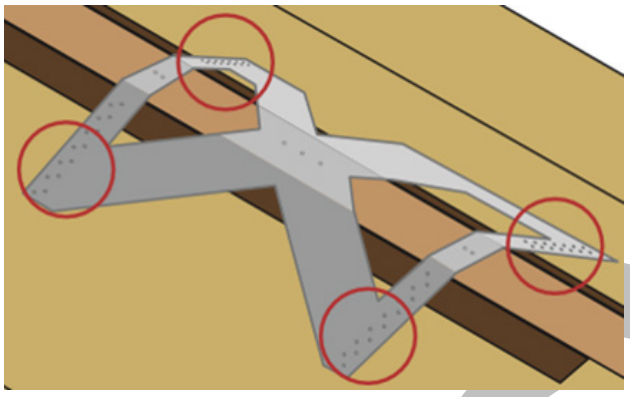

Figure 7. Shear-X™ Final Attachment
6.4.4 Complete the attachment of the bracket by installing the remaining nails (Figure 7). Be sure to nail directly into the rafters/trusses and NOT just into the sheathing.